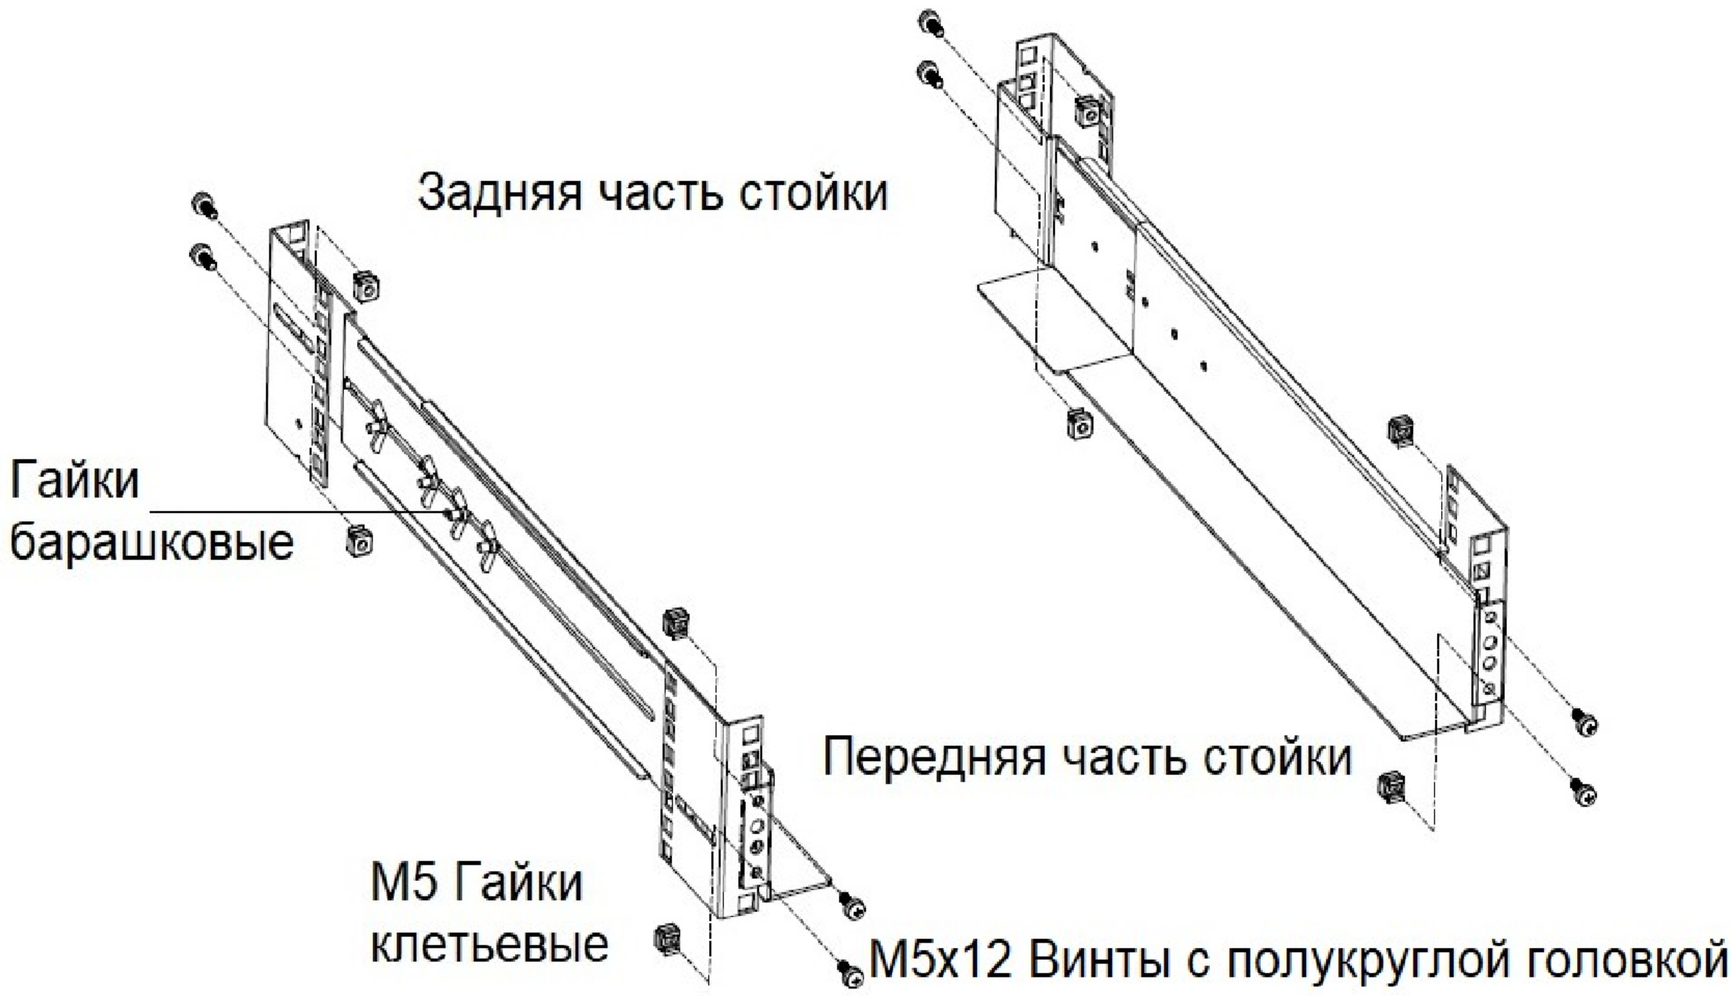

Рис.6 — Крепление направляющих в стойке
2) Затяните гайки скрепляющие передние и задние части направляющих (см. рис.6);